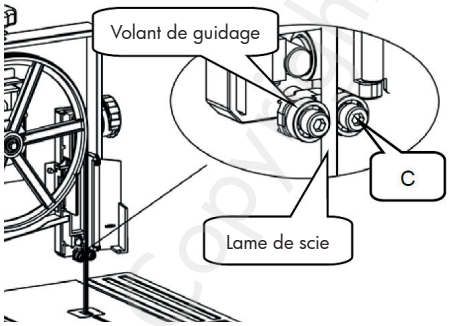

Fig. 26 : Réglage du guide de lame
4. Desserrez la vis Allen (C, figure 26) et réglez le palier du guide à une distance de 0,5 mm de la lame. Resserrez ensuite la vis Allen (C, figure 26).